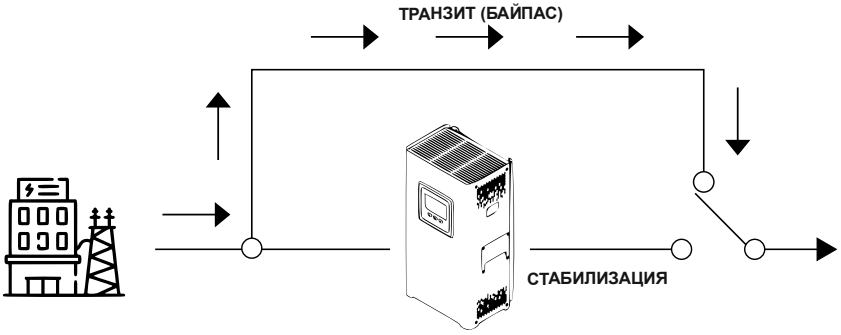

Рисунок 6 - Иллюстрация режима транзит (байпас).
*Примечание: *Режим транзит (байпас) — дополнительная опция стабилизаторов напряжения, позволяющая скоммутировать входное сетевое напряжение сразу на нагрузку, то есть в обход электронной схемы изделия* (*см. рис. 6);*